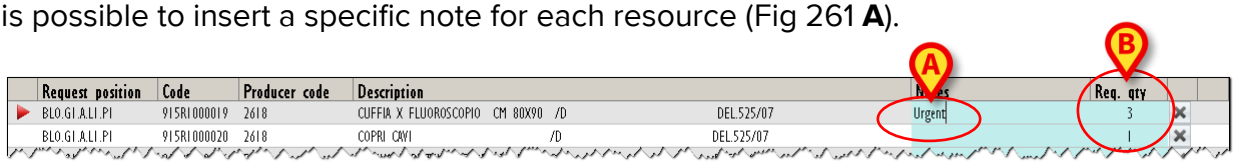

Fig 261
- Specify the quantity of each requested resource in the “Requested quantity” cell indicated in Fig 261 **B** (default quantity is 1).
It is possible to insert a specific note for each resource (Fig 261 **A**).